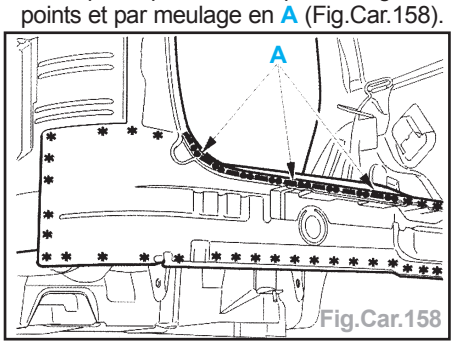

Fig.Car.158
- Découper le panneau AR par fraisage des points et par meulage en **A** (Fig.Car.158).